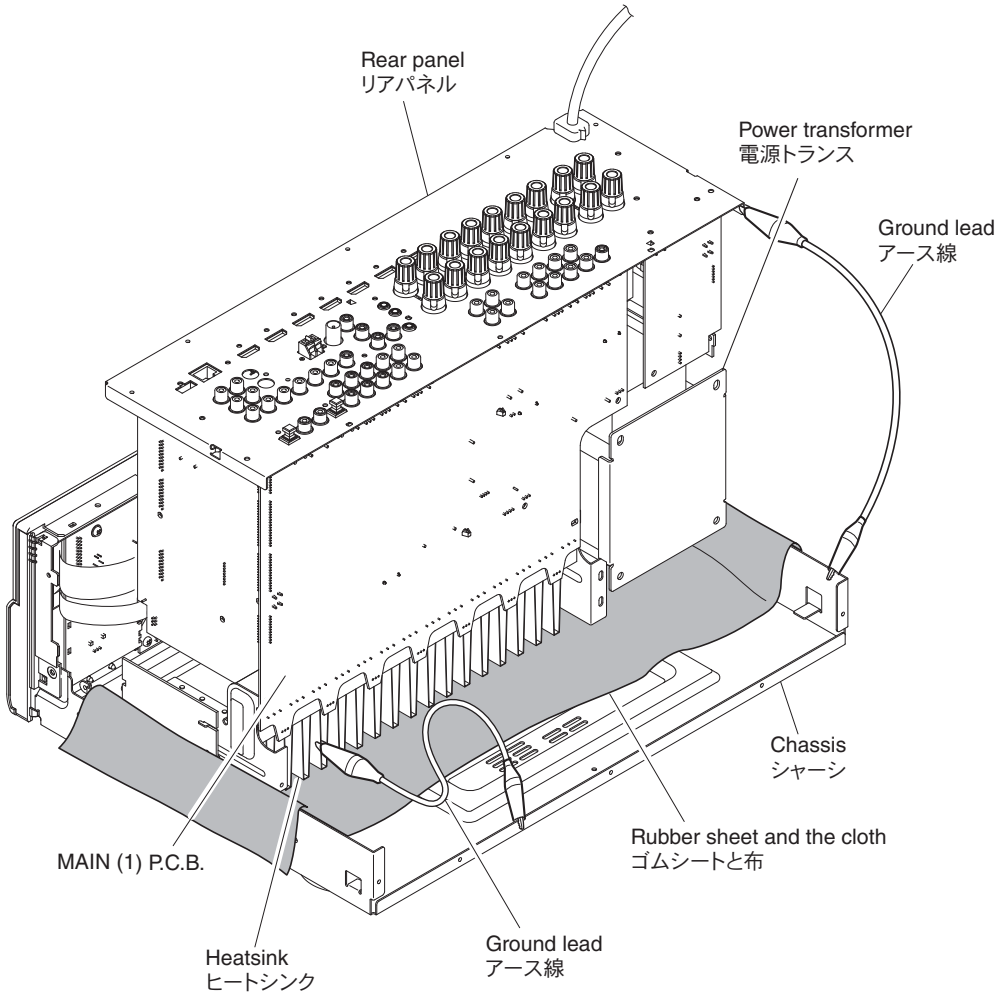

Fig. 4
- Place the P.C.B.s (with rear panel) upright. (Fig. 4)
- Connect the heatsink and rear panel to the chassis with a ground lead. (Fig. 4)
- リアパネルと一緒に P.C.B. を立ち上げて置きます。(Fig. 4)
- ヒートシンク、リアパネルをリード線等でシャーシに接続してください。(Fig. 4)